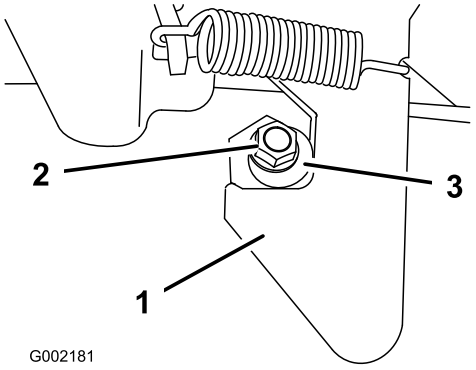

Figur 54
1. Løsn låsemøtrikken i enden af låsestiften (Figur 54).
2. Drej låsestiften med uret, indtil den ligger tæt op ad låsens krogdel (Figur 54).